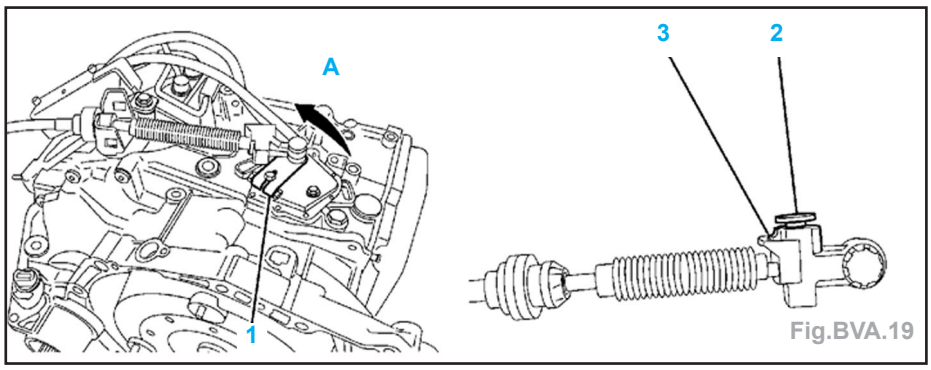

Fig.BVA.19
- Positionner le levier de passage (1) au maximum vers l'arrière du véhicule (A) (Fig.BVA.19).
- Verrouiller le réglage de la vitesse en appuyant sur la pièce plastique orange (2).